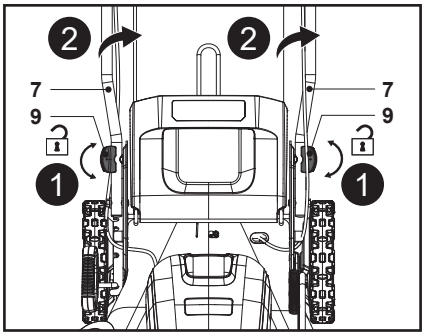

Fig. 10
2. Desaperte os dois bloqueios da pega (9) 90° para a direita ou para a esquerda e, em seguida, afaste o conjunto da pega (5, 7) da respetiva posição (Fig. 10).
3. Alinhe um dos outros dois orifícios de fixação dos guiadores inferiores (7) com os dois suportes da pega (10) e rode o bloqueio da pega (9) 90° para trás.